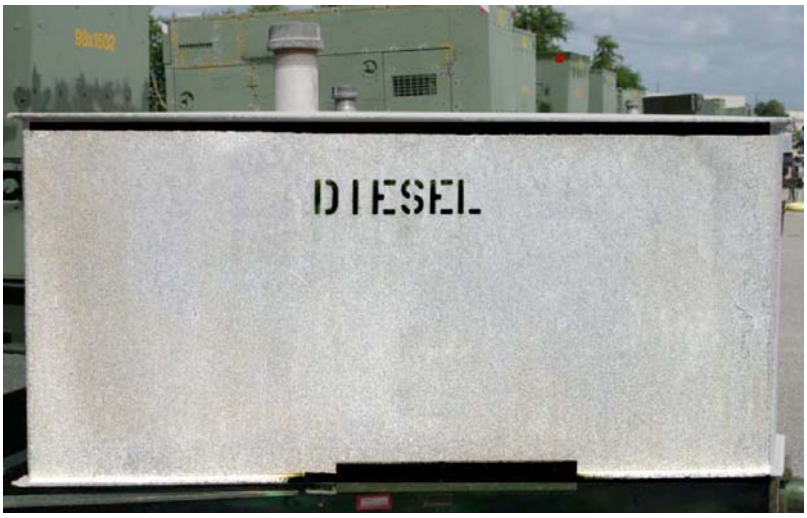

Figure 1-5. Example of Uniform Etch
1.7.1 Uniform Etch Corrosion. Uniform etch corrosion results from a direct chemical attack on a metal surface and involves only the metal surface. On a polished surface, this type of corrosion is first seen as a general dulling or etching of the surface, and, if the attack continues, the surface becomes rough and possibly frosted in appearance. This type of corrosion appears uniform because the anodes and cathodes are very small and constantly shift from one area of the surface to another. An example is the etching of metals by acids or by the use of unapproved or improperly mixed cleaning compounds (see Figure 1-5). The discoloration or general dulling of metal created by exposure to elevated temperatures is not considered to be uniform etch corrosion.